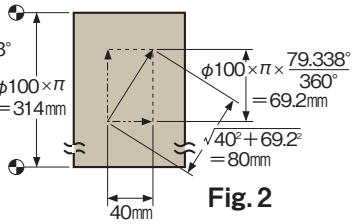

Fig.2
1. Fig.2の様な展開図を作りベクトルを求める。
2. リード加工時の送り速度(①→②の切削送り)を決める …… 被削材により異なるが200mm/min.とする。
④旋削加工的な例